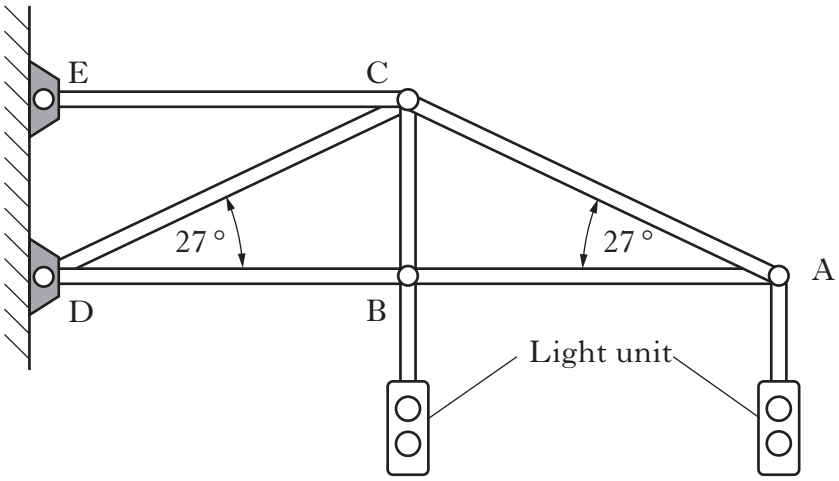

Figure Q10(*a*)
10. Figure Q10(*a*) shows a gantry which supports the overhead "start" lights at a motor racing circuit.